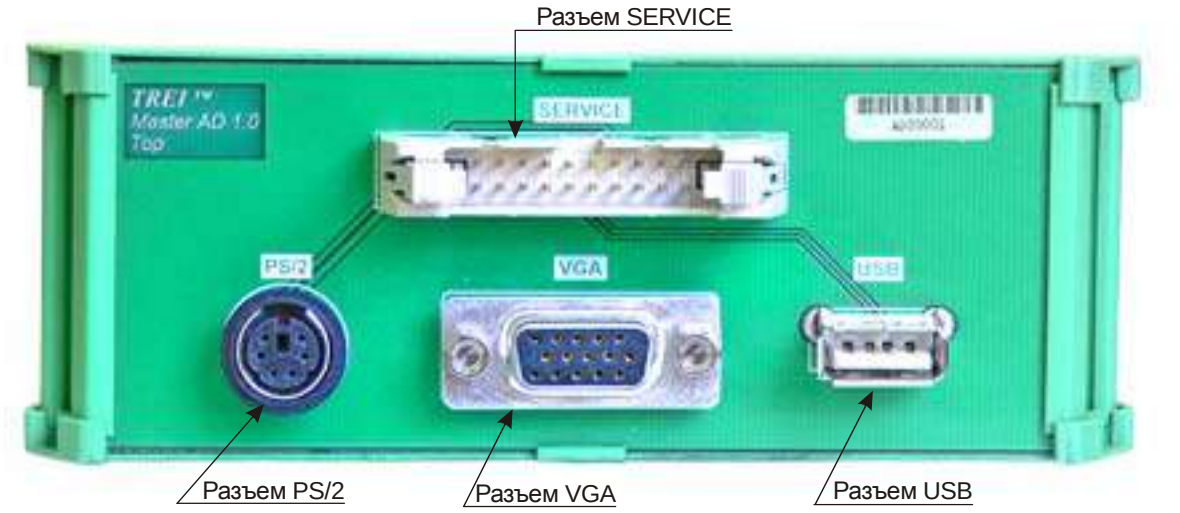

Рисунок 4 - Лицевая панель переходника Master AD
– разъем SERVICE предназначен для подключения стандартной клавиатуры, монитора и USB через специальный переходник Master AD в целях отладки (переходник изготавливается и поставляется по отдельному заказу), *см. рисунок 4*;